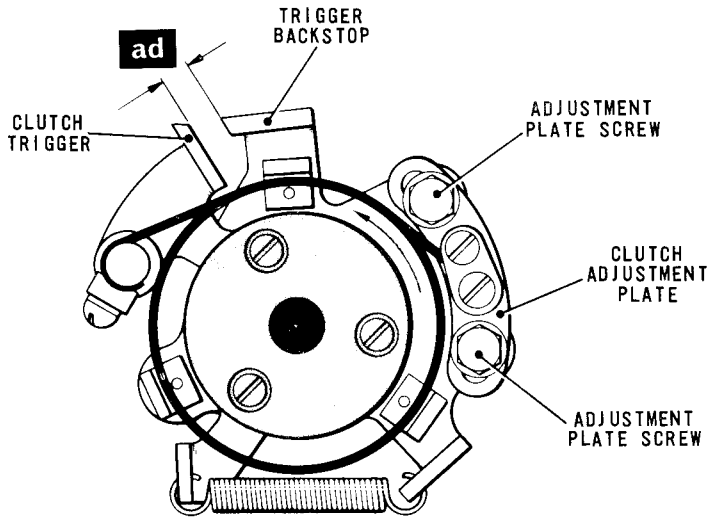

Fig. 4.25 TRANSLATOR CLUTCH—REAR VIEW
28.1 With the translator camshaft in the rest position and the retention lever roller located in its recess in the retention cam, lift the translator clutch abutment so that the clutch trigger, Fig.4.25, is released. Turn the machine by hand until the clearance between the trigger and its backstop can be measured easily and check that this clearance is now .093 - .110 in. (dimension 'ad').